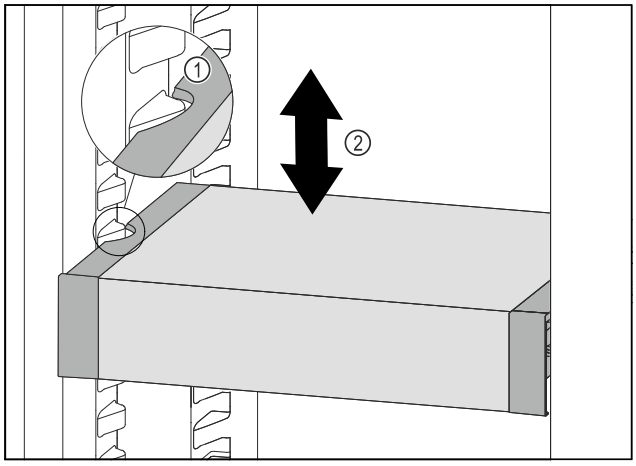

Fig. 167
▶ VarioSafe nach vorne ziehen, bis sich die seitlichen Aussparungen des VarioSafes auf Höhe der Behälterrippe im Kühlteil befinden. *Fig. 167 (1)*
▶ VarioSafe im Kühlteil nach oben oder unten bewegen, bis gewünschte Höhe erreicht ist. *Fig. 167 (2)*